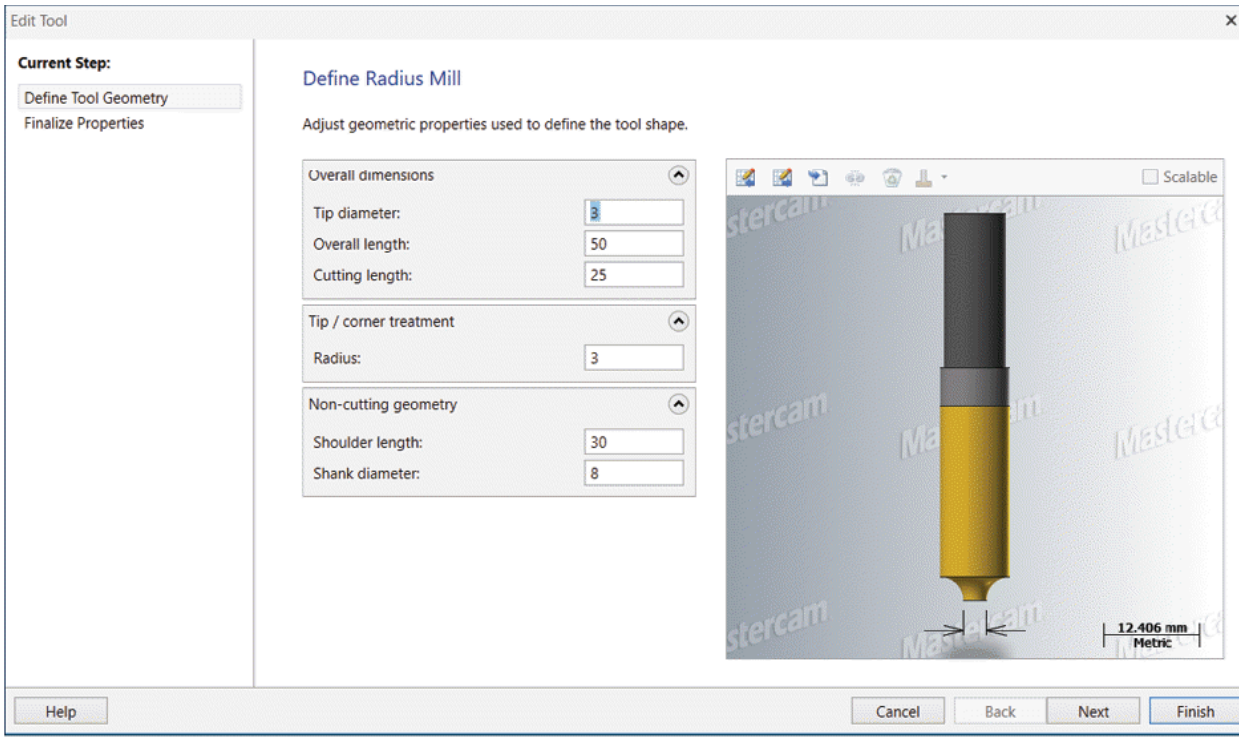

Figure-20. Edit Tool dialog box
- Select a tool for rounding having round radius of **3** mm. Note that you can create your own round tool by using the procedure explained earlier or by modifying the existing tool; refer to Figure-20.